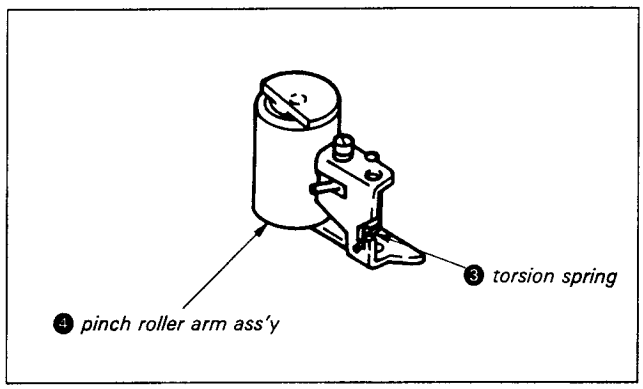

Fig. 7-19.
1) Position torsion spring ❸. (See Fig. 7-19.)